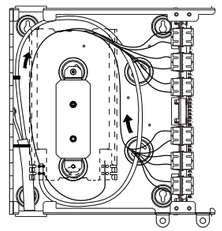

Figure 24
10. Route fiber. For bottom cable entry, route subunit clockwise and pigtails counterclockwise around splice tray bracket. For top cable entry, route subunit counterclockwise and pigtails counterclockwise. After fiber has been routed, fold the stacked splice trays onto the splice tray bracket **(Figure 24)**.